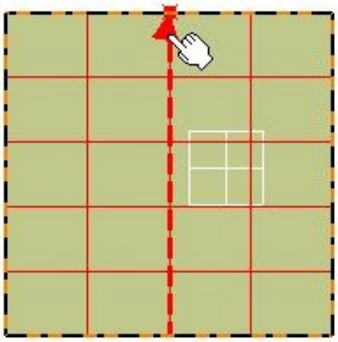

Figure 17-57 *Control point to be selected for creating the curve*
b. Create a curve at the center of the surface, refer to Figure 17-57.
3. Select the middle control point of the top edge of the surface, as shown in Figure 17-57; the preview of the curve is displayed. Choose the **OK** button to exit.